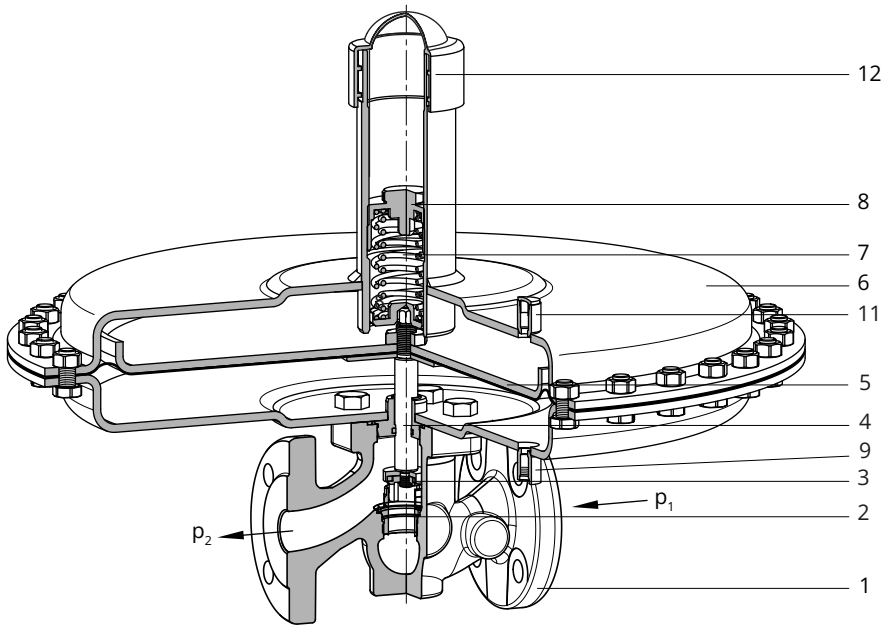
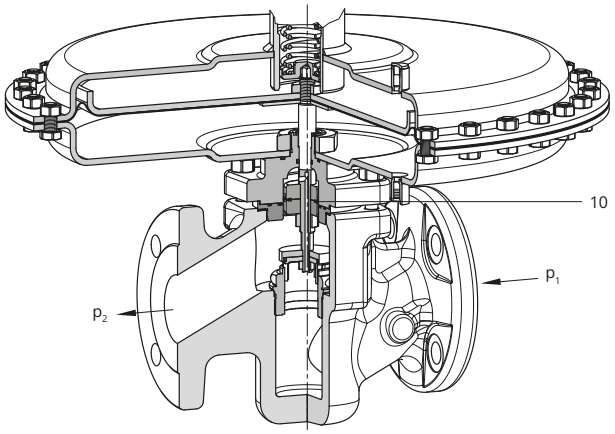

Fig. 3 : *Vanne de décharge type 2406 sans équilibrage par pression*
Fig. 4 : *Vanne de décharge type 2406 avec équilibrage par pression*
Légende des Fig. 3 et Fig. 4
- avec équilibrage par pression (voir Fig. 4)